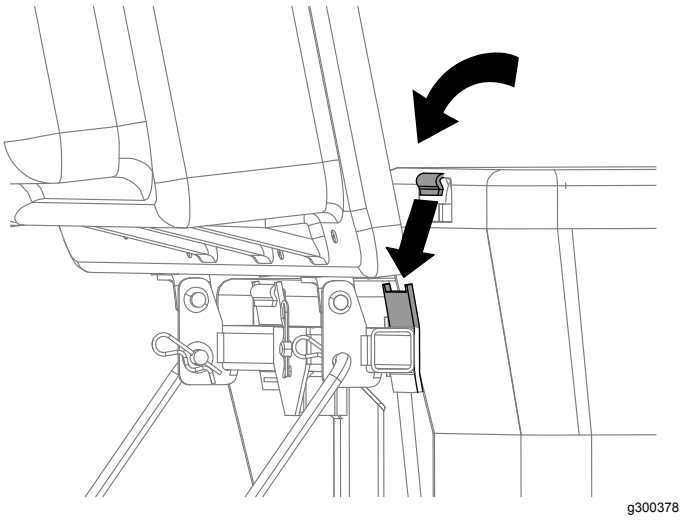

Figur 21
4. Løft opsamleroverdelen, og monter poserne ved at skyde poserammens kroge over på holdebeslagene (Figur 21).